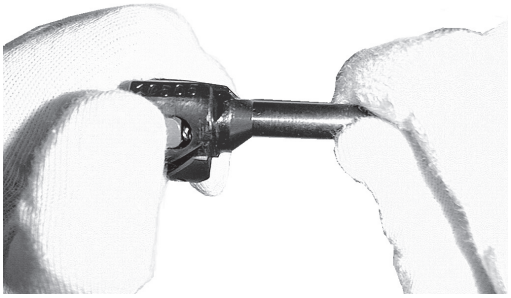

Rys. 95. Składanie wyciągu
e) złożyć zamek: włożyć wyciąg ze sprężyną do gniazda zamka (rys. 95); naciskając wyciąg, włożyć oś wyciągu do otworu znajdującego się pod występem wiodącym zamka, tak aby wyżłobienie osi było zwrócone w stronę części cylindrycznej zamka, ująć zamek lewą ręką występem wiodącym do góry, a częścią cylindryczną do siebie i włożyć do otworu zamka iglicę dużym wycięciem do góry; włożyć kołek od strony występu wiodącego do otworu zamka i wsunąć go do końca, tj. dobić kołek za pomocą wybijaka aż do oparcia o dno otworu (istotne dla zwiększenia wytrzymałości iglicy);